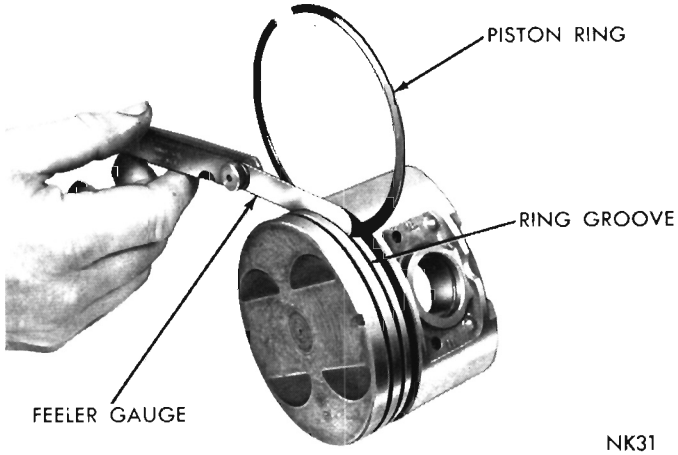

Fig. 42—Measuring Piston Ring Clearance
(3) Measure side clearance between piston ring and ring land (Fig. 42). Clearance should be .0015 to .003 inch for the top compression ring and the intermediate ring. Steel rail service oil ring should be free in groove, but should not exceed .005 inch side clearance.
(4) On 273 and 318 Cubic Inch Engine, the keys on the spacer expander must be inserted into the hole in the oil ring groove over the piston pin front boss.